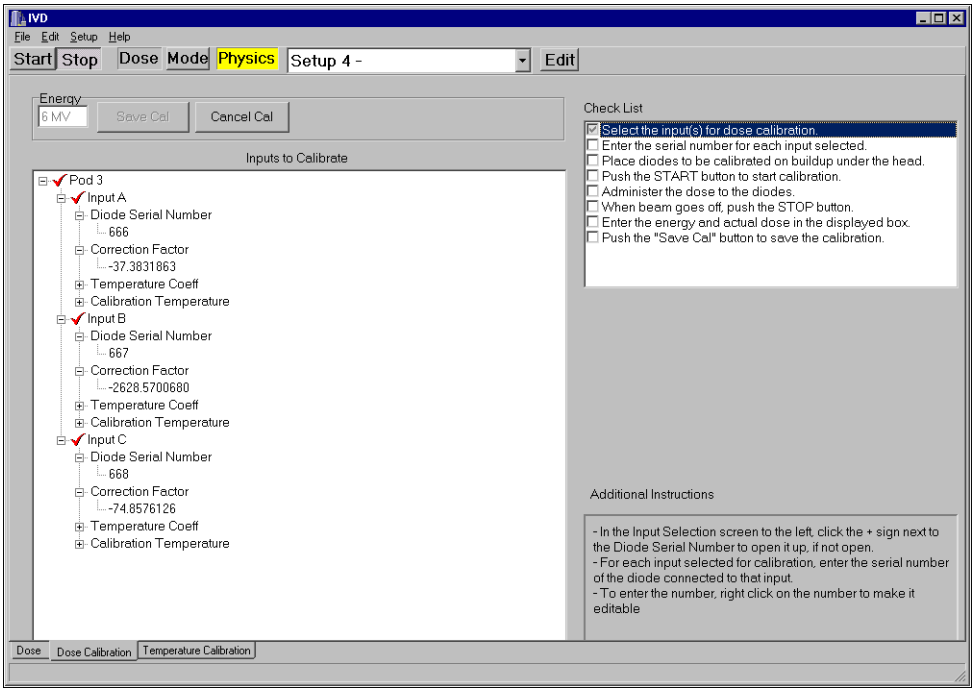

Figure 4-22. Using the check list to calibrate diodes
5. Now follow the on-screen "Check List" (Figure 4-22).